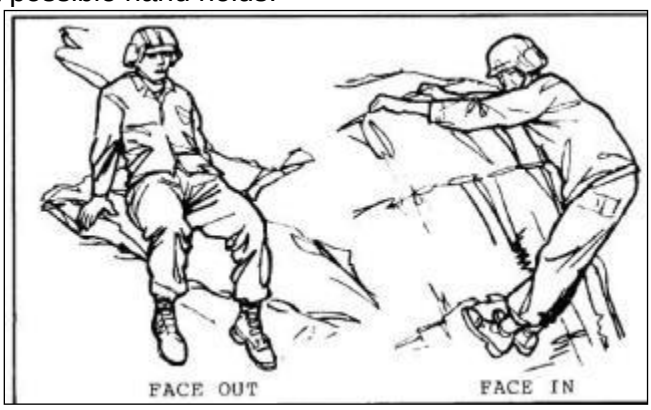

Figure 21-3
d. Descents. (Fig 21-3) Face out when the going is easy, sideways when hard or face in when difficult. Use the lowest possible hand holds.